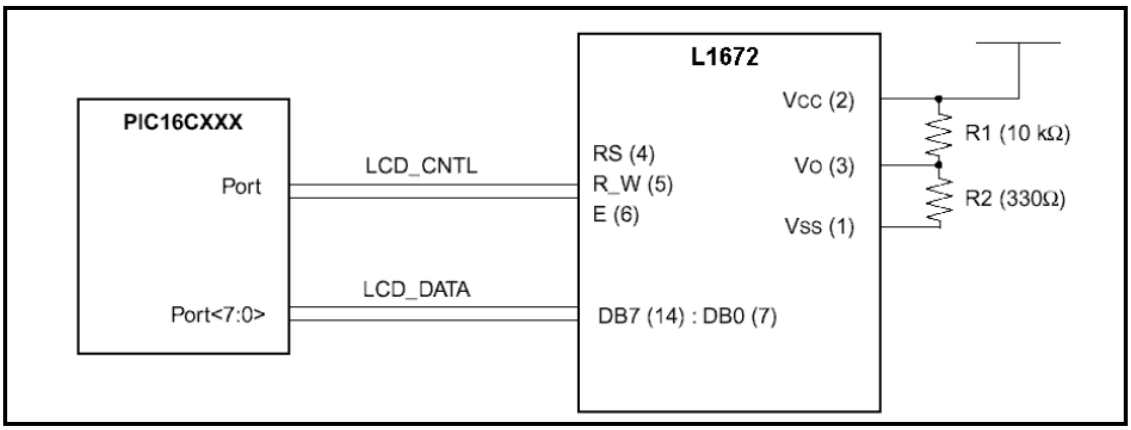

Figura 1.9c. Modo de operación en 8 bits, utilizando completamente el puerto.
- Mediante un interface de 8 bits de datos y 3 líneas de control. En este caso tanto los datos como las palabras de instrucción se envían en 8 bits, se emplea todo el puerto, **figura 1.9c**.